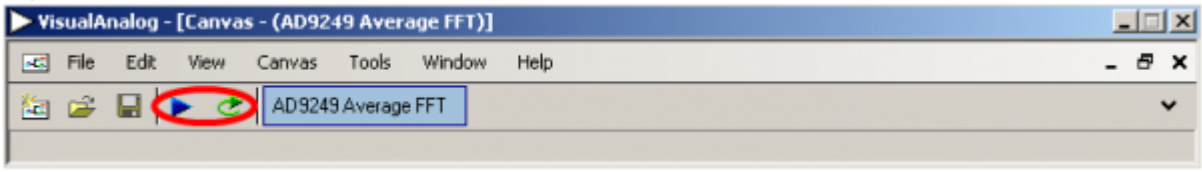

Figure 12. Run/Continuous Run Buttons (Encircled in Red) in VisualAnalog Toolbar, Collapsed Display
6. To begin testing, click the **Run** or **Continuous Run** button in the **VisualAnalog** toolbar (see Figure 12).
If the FFT window remains blank after **Run** in VisualAnalog (see Figure 12) is clicked, do the following: